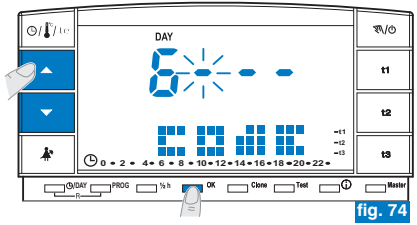
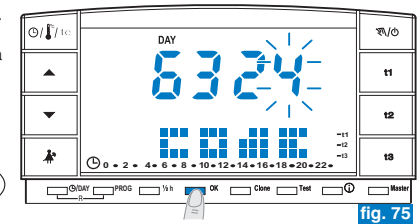

fig. 74
fig. 75
- Configurar el número deseado con las teclas ▲▼; confirmar con la tecla **OK** (ej. fig. 74). Seguir el mismo procedimiento para los otros tres guiones (ej. fig. 75).
- Introducir la actual contraseña con las teclas ▲▼; confirmar cada valor con la tecla **OK** (ejemplo fig. 75).